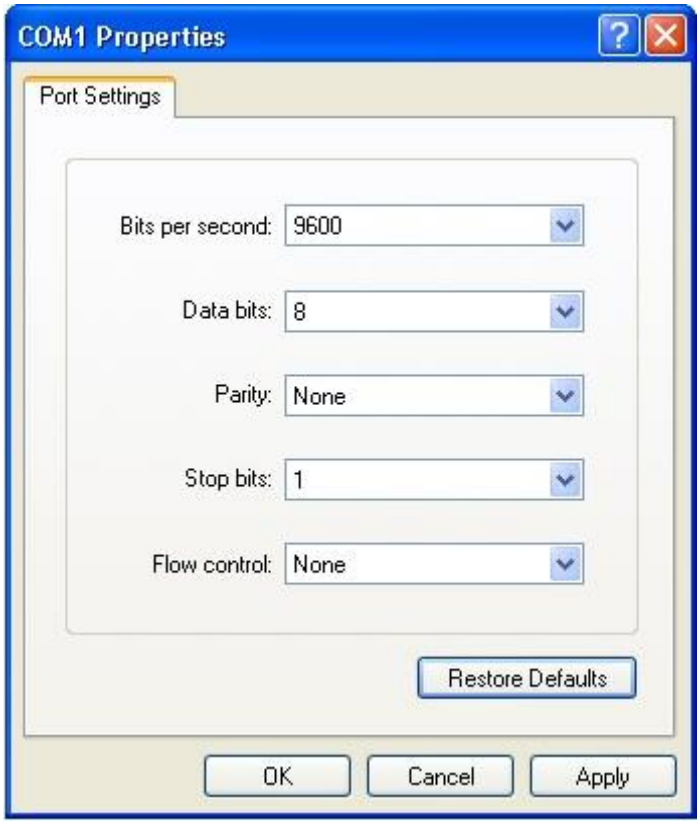

Рисунок 4-4.
- После того, как выбран последовательный порт, нажмите **OK**. Отображается окно настроек параметров последовательного порта (Рисунок 4-4). Установите количество Бод на 9600, бит данных 8, проверка четности как нет, число стоп бит равно 1 и управление потоком установлено как нет.